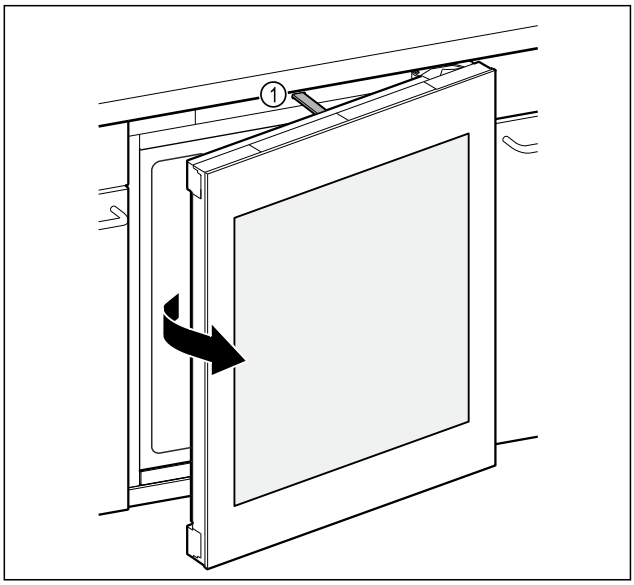

Fig. 92
▷ Push rod *Fig. 92 (1)* opens door approximately 7 cm.